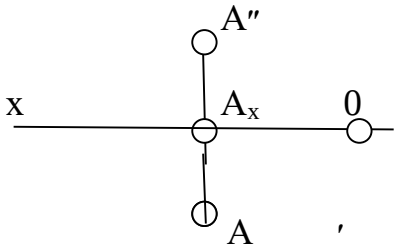

Рис.2.1
3. На оси X в любом месте отмечаем точку O (начало координат) и от нее влево откладываем20мм(т.к.положительная абсцисса направлена влево), получаем точкуA_x.Затем через эту точку строим перпендикуляр к оси X. Отложив вверх 15мм, получим точку A″, отложив вниз 10мм, получим A′(рис.2.1).